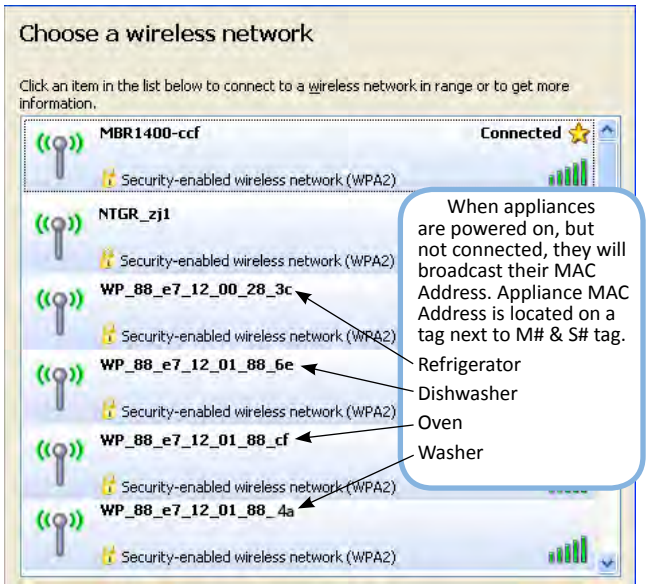

Figure 10 - Available Wireless Networks (example)
1. On the (laptop, tablet, or smartphone), have the consumer access their "Wireless Network Connection" screen, and view the list of available wireless networks (see figure 10). **NOTE:** The wireless network window may vary depending on program or OS.